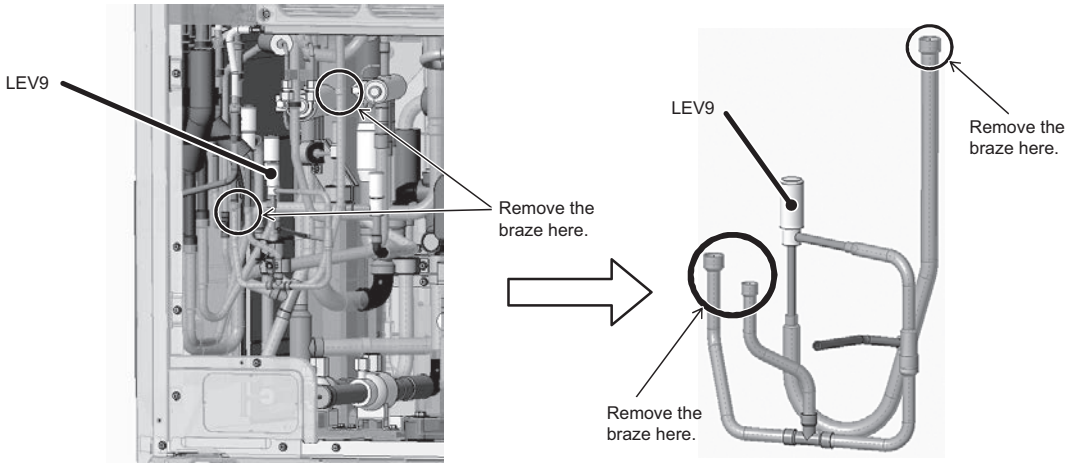

Figure 9 LEV9 assembly
(9) Remove the braze at the three areas circled in the figure to remove LEV9 assembly. (See Figure 9.)